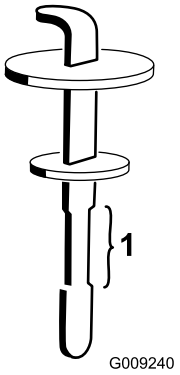

Figur 133
5. Ta ut oljestickan ur påfyllningsröret och torka av den med en ren trasa. För in oljestickan i påfyllningsröret, och ta sedan ut den igen och kontrollera oljenivån (Figur 133).